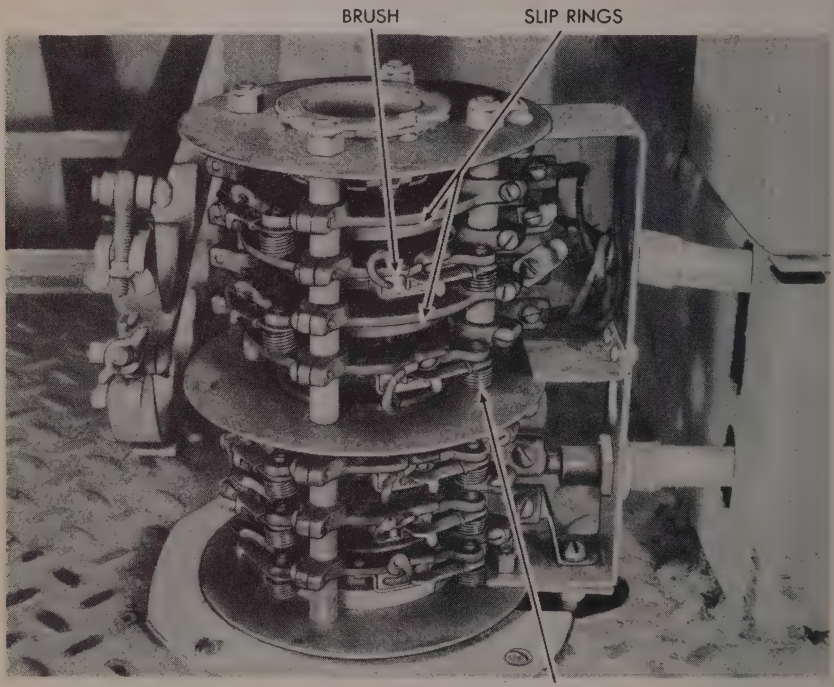
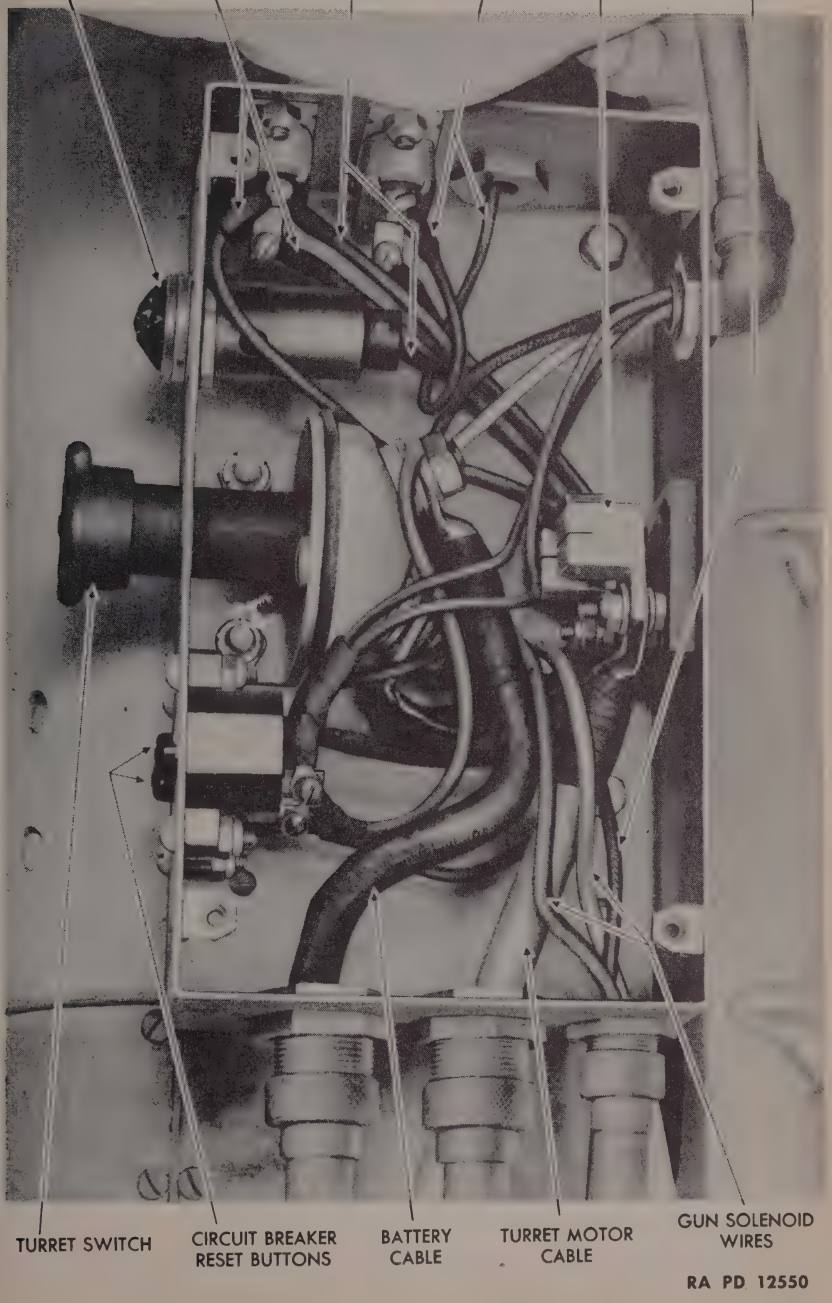

Figure 133—Collector Ring Assembly with Cover Removed
Figure 134—Turret Switch Box with Cover Removed
a. Description (figs. 133, 134, 135, 136 and 138). Current for all electrical units in the turret is brought in through the slip ring assembly located in the center of the turret basket floor (fig. 133). The upper rings carry the 12-volt current for the radio and interphone system, while the lower rings provide 24-volt current for the traversing and stabilizer mechanisms and the firing switches. All leads from the 24-volt circuits go through the turret switch box (fig. 134). The turret traversing motor operates on 220-volt direct current generated by the motor generator set (fig. 158).
b. Inspecting Slip Rings (fig. 133). The slip ring assembly will seldom require any attention and should be kept tightly covered except during inspection. Slip rings should be inspected for presence of dirt and should be wiped off with SOLVENT, dry-cleaning, if necessary. Brushes should also be inspected and cleaned in the same manner, and the tension of brush springs checked.
c. Replacing Fuse in Turret Switch Box (fig. 134).
(1) Remove four screws (screwdriver) that hold cover to switch box and remove cover.